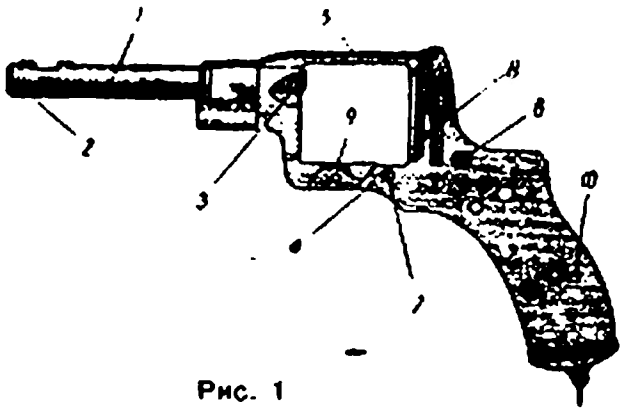

Рис. 1
4. Изгиб ствола (*1* на рис. 1). Проверить меткость боя револьвера, после чего посмотреть, какое положение занимает мушка. Смещение мушки в сторону от оси канала ствола допускается в пределах ширины площадки основания ствола, т. е. не более 1 *мм* в каждую сторону, при условии, если войсковой калибр № 1 (из серии для винтовки) проходит через канал ствола от собственного веса.	Если войсковой калибр № 1 (0,"2995) не проходит через канал вследствие изгиба ствола, револьвер отправить в вышестоящий ремонтный орган. Если калибр № 1 проходит через канал ствола от собственного веса, то восстановить меткость боя револьвера понижением мушки заменой или передвижением ее в сторону.
5. Забоины на дульном срезе ствола (2 на рис. 1). Проверить, входит ли калибр № 1 в канал ствола. Забоины на дульном срезе ствола, не нарушающие формы канала, допускаются.	Оставить без исправления, если забоина не затрагивает канала ствола. Если забоина препятствует вхождению калибра № 1 в канал ствола, осторожно снять подъем металла со стороны канала специальным шабером.
Смещение ствола (*3* на рис. 1)
Изгиб рамки (*4* на рис. 1)
Изгиб верхней стенки рамки (*5* на рис. 1)
Излом или расшатанность шпилек курка (*6* на рис. 1), **спускового крючка** (*7* на рис. 1) **или казенника** (*8* на рис. 1)
Трещина в перемычке у винта скобы в рамке (*9* на рис. 1)
Разворот металла у отверстия для соска боевой пружины (*10* на рис. 1)